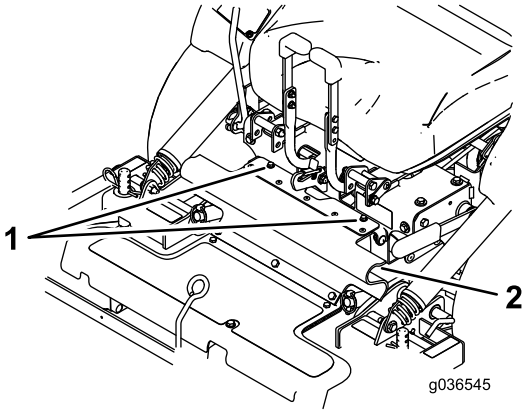

Figuur 77
7. Maak de bouten los die aan de rubberen kap zijn bevestigd (Figuur 77).
7. Lijn het bovenste gedeelte van de rubberen kap uit en zet deze met de bevestigde bouten vast (Figuur 77).